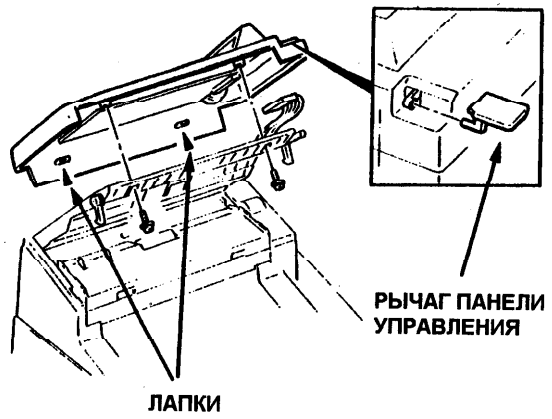

Рис. 1. Узел панели управления
5. Откройте узел панели управления и отвинтите два винта, которые крепят узел панели управления к узлу верхней части сканера (Рис. 1).
6. Продвиньте рычаг панели управления в сторону задней части аппарата (Рис. 1).